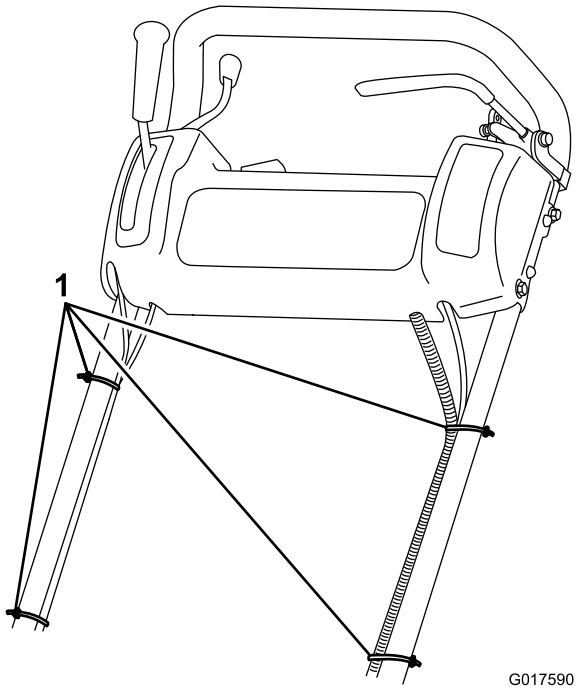

**Figuur 4**
8. Monteer de kabels en de kabelboom aan de handgreep met de kabelklemmen (Figuur 4).